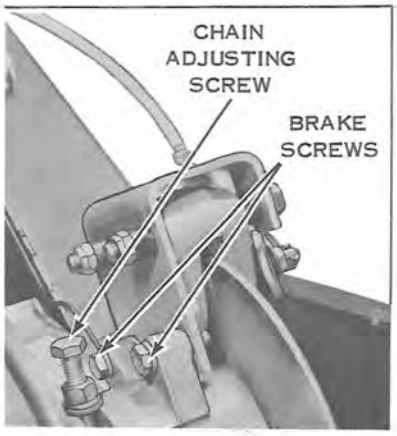
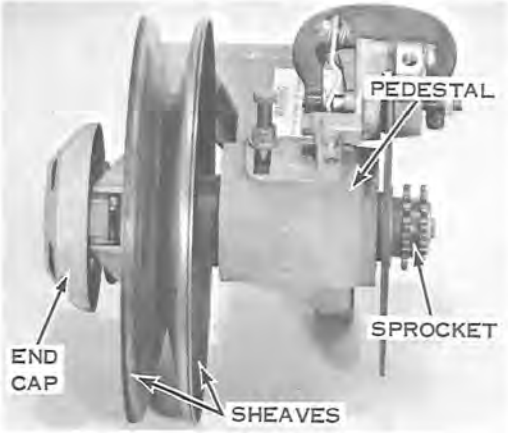

Figure 9-6
Figure 9-7
b. Remove two screws attaching brake assembly to mounting pedestal (see Figure 9-6). Disassemble brake, if necessary, as described below.
c. Remove drive chain adjusting screw (see Figure 9-6). Remove sprocket screw, washer, and sprocket, brake disc, and Woodruff key (see Figures 9-7 and 9-8). Pull shaft out of pedestal. NOTE: Magnisium pedestal is used on 1966 models.